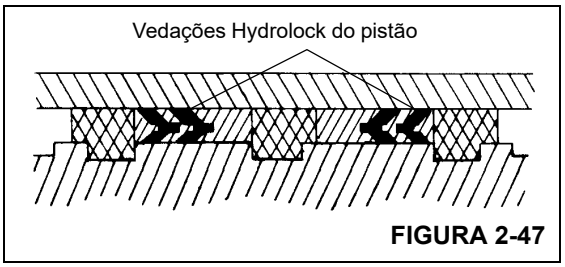

**FIGURA 2-47**
4. Instale uma vedação hydrolock de reposição na parte externa do pistão (Figura 2-47). Deixe a outra vedação hydrolock de fora por enquanto, de forma que ainda haja acesso ao furo do parafuso de trava do pistão.